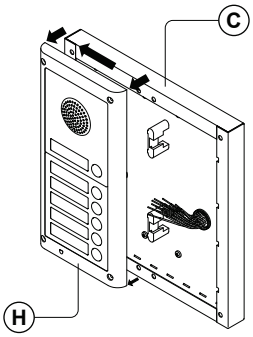

Fig. 74
6. As shown on **Fig.74,** pull back the module support frame Ⓗ while moving it slightly to the left as suggested by the pointers;